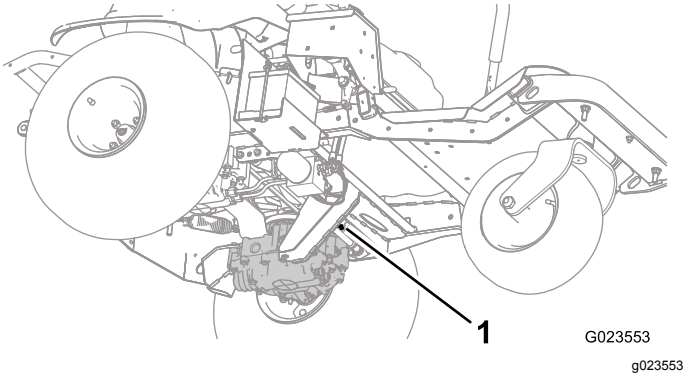
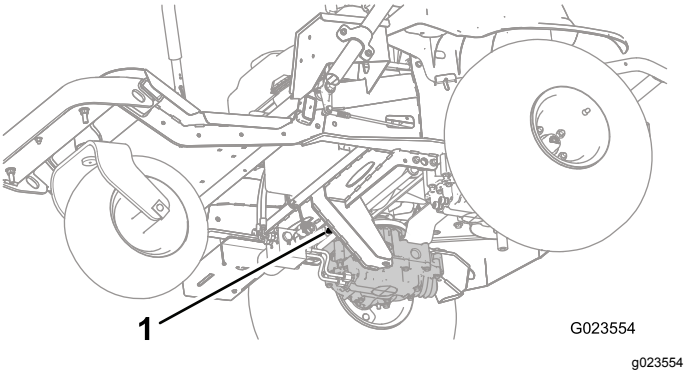
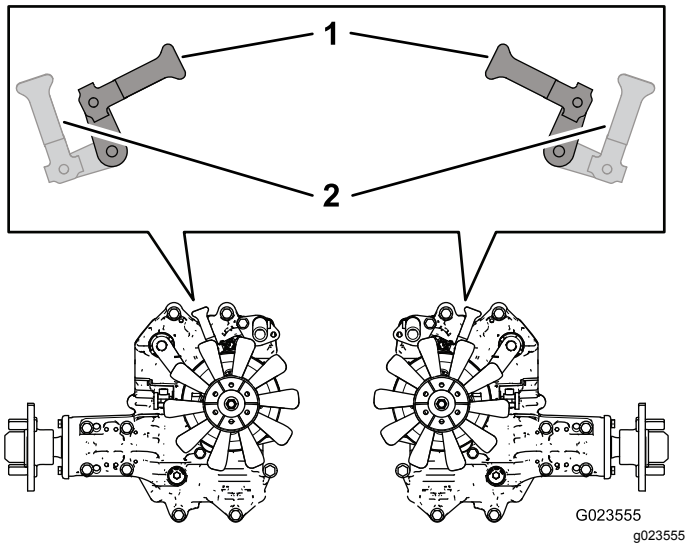

Figuur 27
Figuur 28
Figuur 29
2. Draai aan de onderkant van de machine de omloopklephendels (Figuur 27 en Figuur 28) zo dat ze naar binnen wijzen in de richting van het midden van de machine (Figuur 29), en zet de parkeerrem vrij; zie Parkeerrem gebruiken (bladz. 23).
3. Als u klaar bent met het duwen of slepen van de machine draait u de omloopklephendels weer naar de voorzijde van de machine zodat deze kan rijden (Figuur 29).